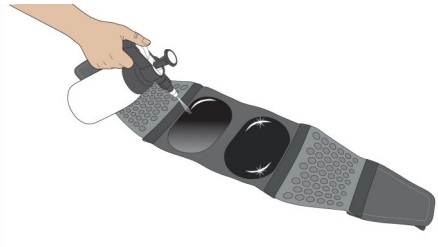

Fig. 48: i-body® belt with buttocks electrodes
20. Moisten the electrodes of the i-body® belt (Fig. 48).